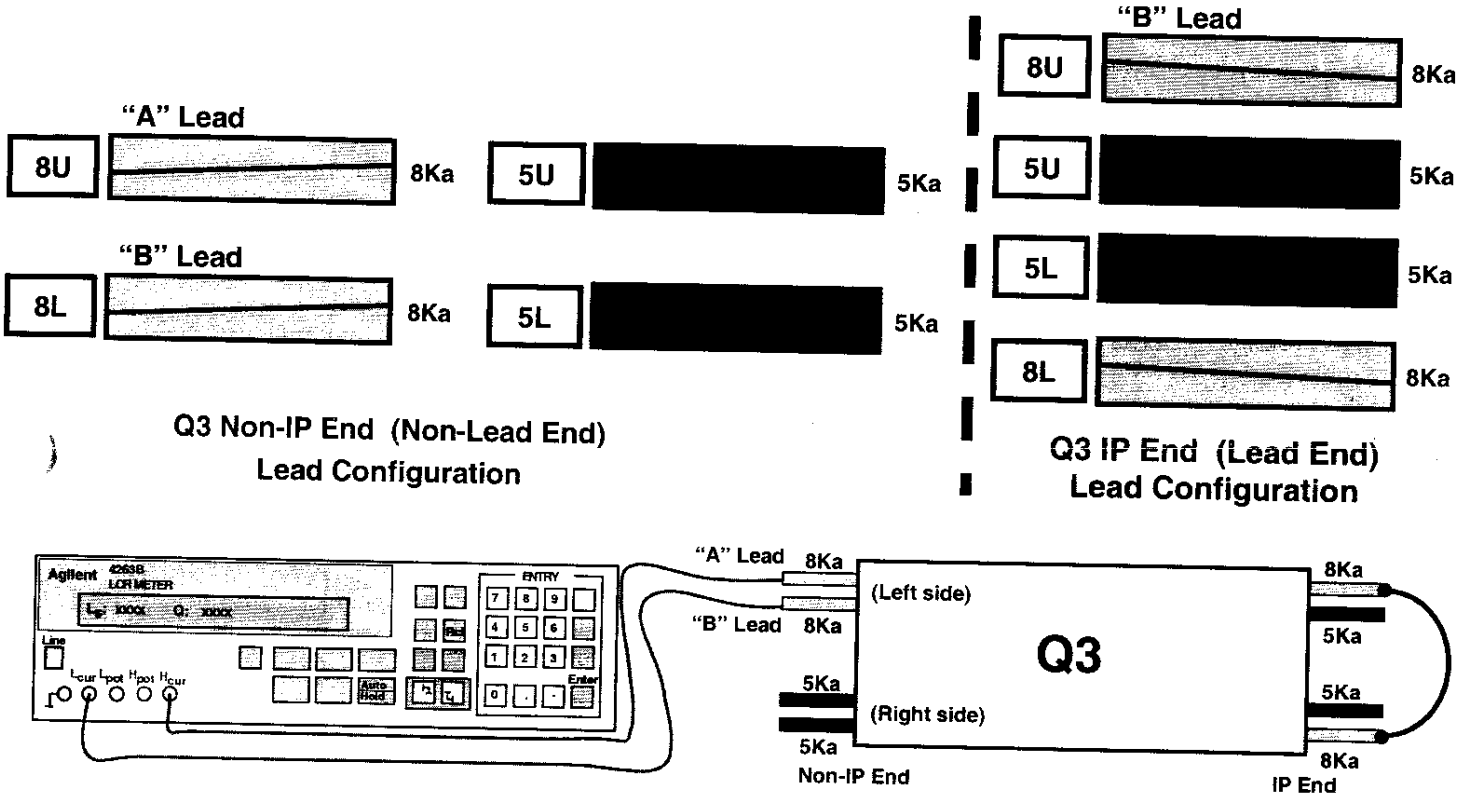

Figure 23.1-B
6. Connect H_{cur} to "A" power lead as shown in figure 23.1-B.
7. Connect L_{cur} to "B" power lead as shown in figure 23.1-B.